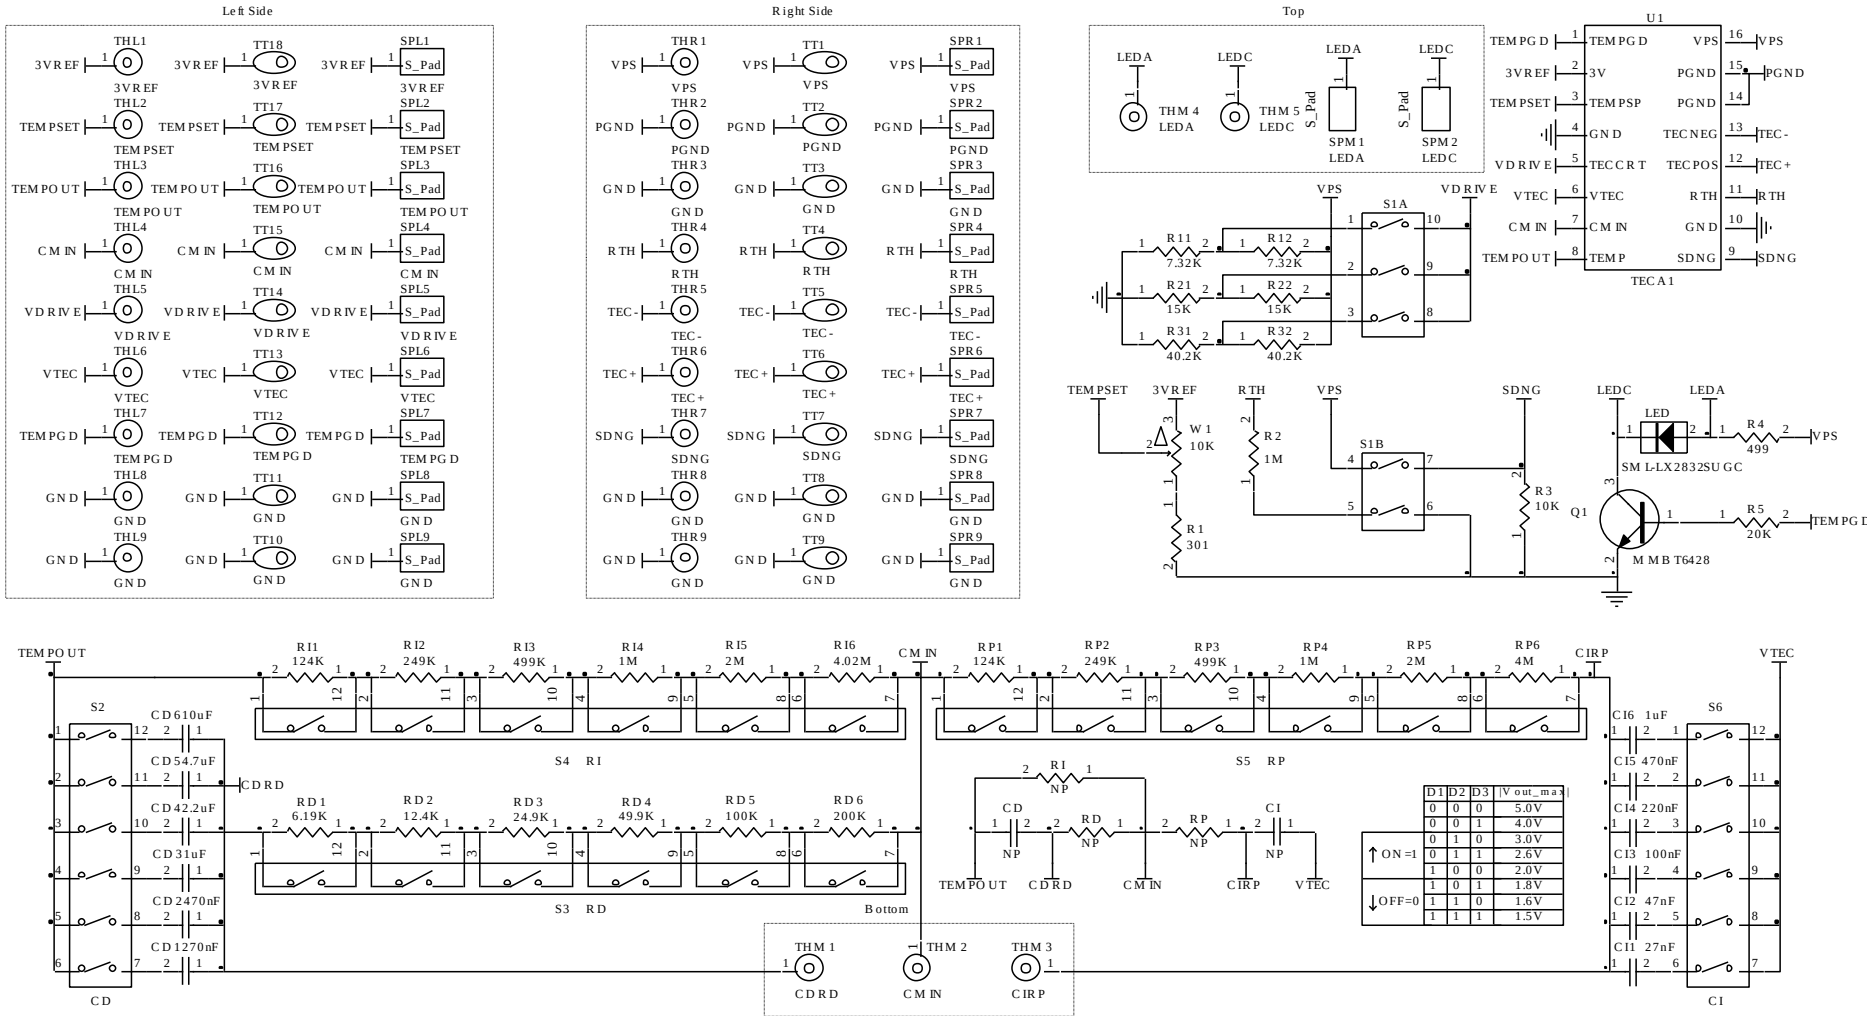

Abbildung 7. Schematische Abbildung der Evaluations Platine des TECEV104TEC Controllers TECA1-5V-5V-D
Die schematische Abbildung findet sich in Abbildung 7.
f. Um die TEC Spannung direkt mithilfe des DAC zu kontrollieren, verbinden Sie VTEC mit dem Output des DAC und benutzen Sie diese Formel: TEC Spannung = 2.5V – VTEC (V).
h. Der Evaluations-Schaltplan findet sich in Abbildung 7.